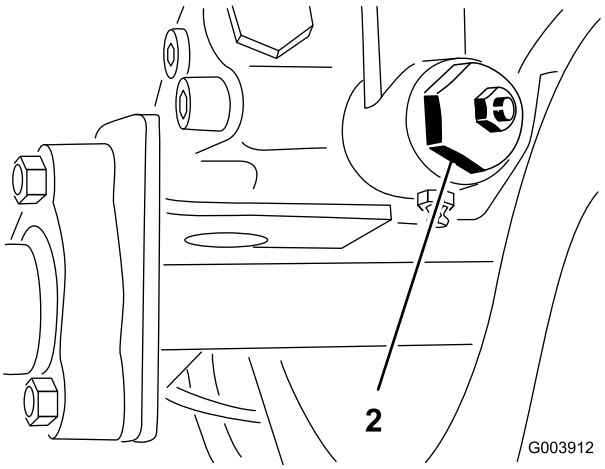

Figur 61
3. Under højre side af maskinen skal låsemøtrikken løsnes på traktionsjusteringsknasten (Figur 61).